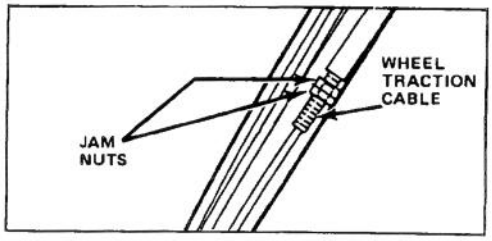

Figure 17
2. Loosen bottom jam nut on wheel traction cable (Fig. 17).